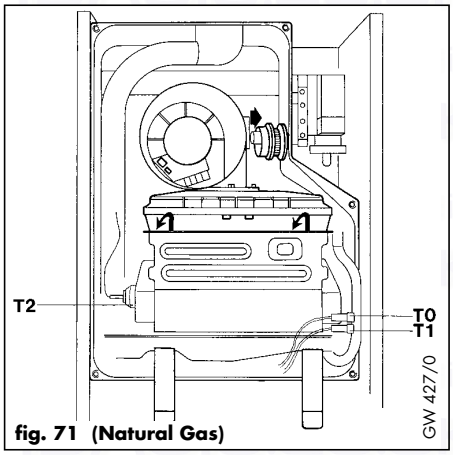

fig. 71 (Natural Gas)
7.8 Replacement of temperature sensors (NTCs) (fig. 71).